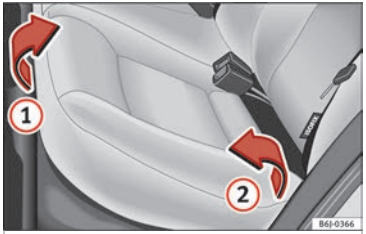
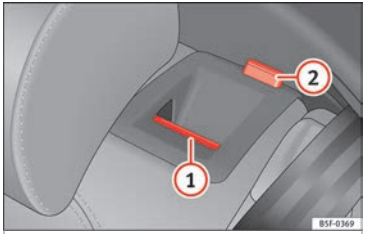

**Fig. 157** Folding up the rear seat cushion.
**Fig. 158** On the rear seat backrest: unlock button (1); red mark (2).
– Pull the front edge of the seat cushion »» **Fig. 157** (1) upwards in the direction of the arrow.
– Lift the cushion (2) forwards in the direction of the arrow.
– Press the unlock button »» **Fig. 158** (1) forwards and at the same time fold the backrest down. The rear seat backrest is not engaged when the red marking of the button (2) is visible.